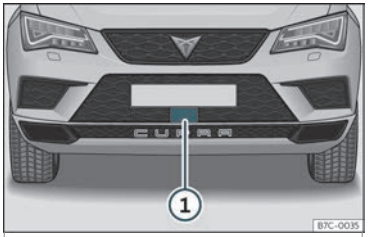

Fig. 217 No parachoques dianteiro:sensor de radar.
Co vehículo detido, apague o motor e vólvao a poñer en marcha. Realice unha comprobación visual do sensor de radar ››› **fig. 217**. Se segue sen estar dispoñible, acuda a un taller especializado para que revisen o sistema.
No parachoques dianteiro vai montado un sensor de radar para captar a situación do tráfico ››› **fig. 217** ①.
- Esta indicación visualízase se a visibilidade do sensor de radar está minguada debido a forte bruma ou suciedade. Limpe o sensor ››› **fig. 217**.